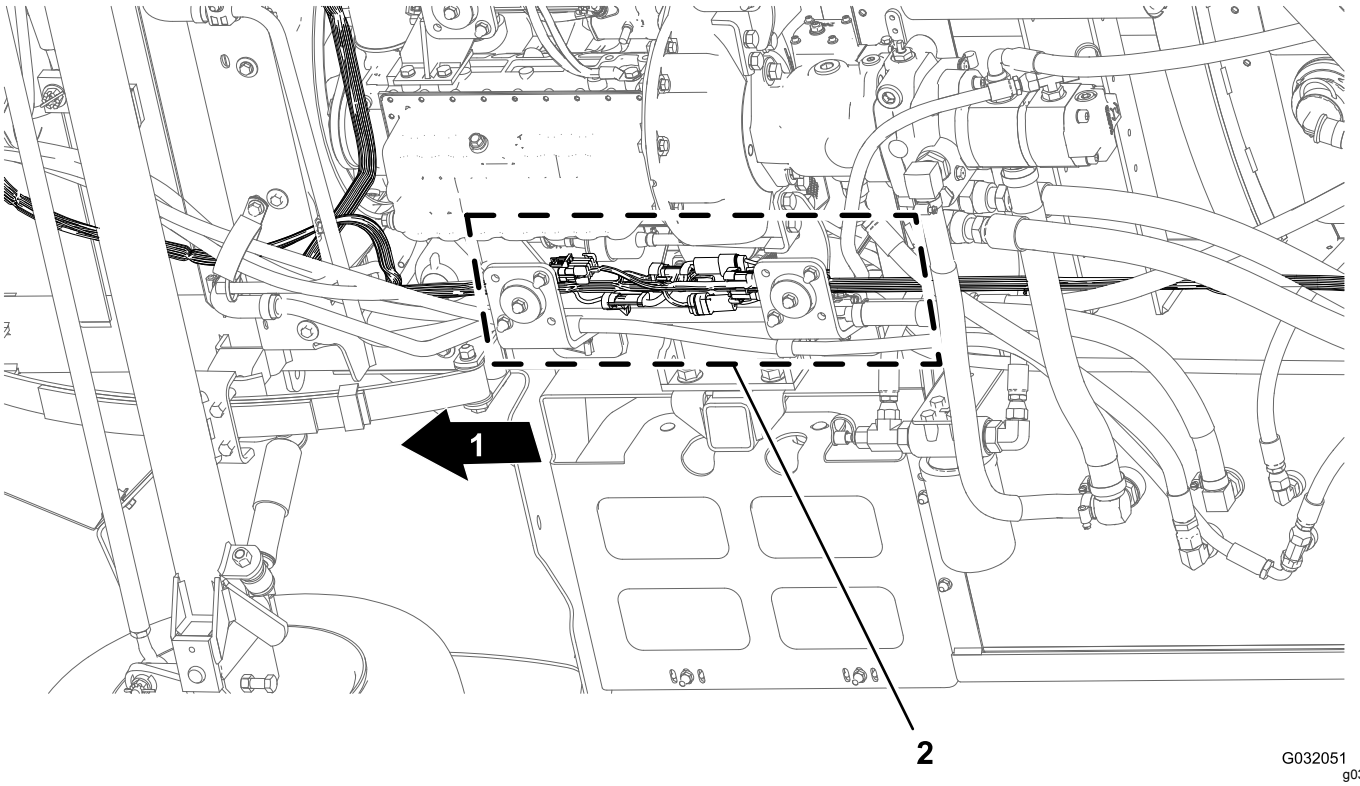

**Figur 28**
1. Find under maskinen langs højre stelrør de elektriske konnektorer til forreste og bageste ledningsnet på maskinen (Figur 28).